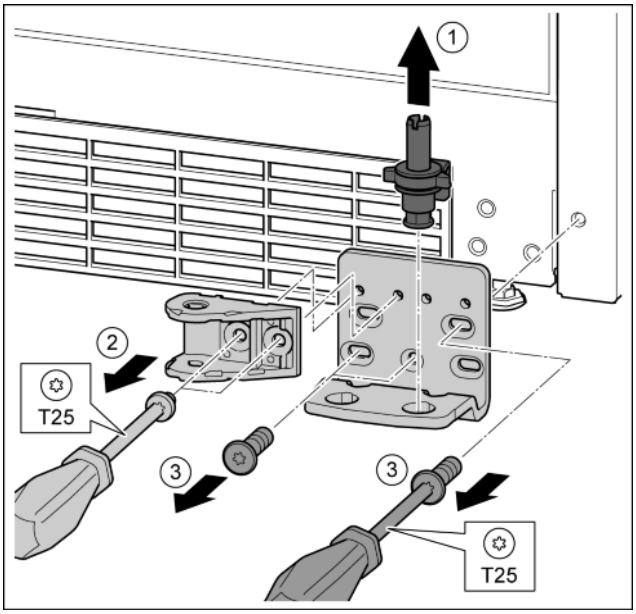

*Fig. 29*
- ▶ Lift the bearing bolts upwards and remove. *Fig. 29 (1)*
- ▶ Undo the screws with a T25 screwdriver and remove the mounting block. *Fig. 29 (2)*
- ▶ Remove the screws with the T25 screwdriver and remove the bearing bracket. *Fig. 29 (3)*